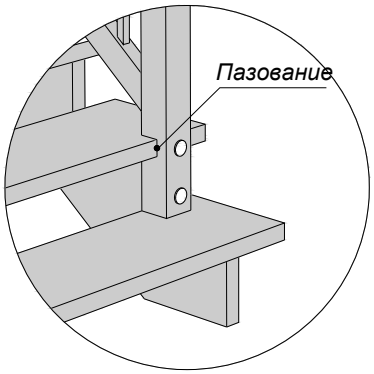

Рисунок 3 – Крепление столбов
3.2 Для обеспечения устойчивости ограждения лестницы, основание столба крепится как минимум в 2-х точках к косоуру, с обязательным пазованием ступени и вставкой столба в вырез ступени (рисунок 3).